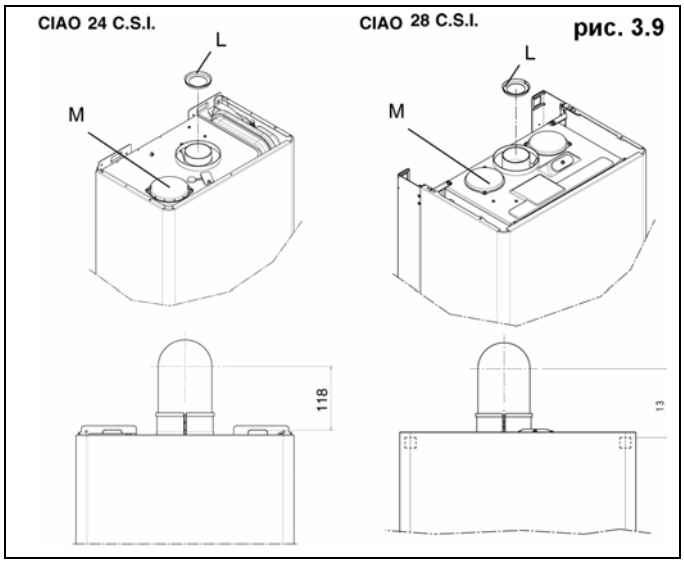

рис. 3.9
Котел поставляется подготовленным к присоединению к коаксиальным дымоотводам/воздуховодам. Отверстие (M) для забора воздуха (рис. 3.9) закрыто.